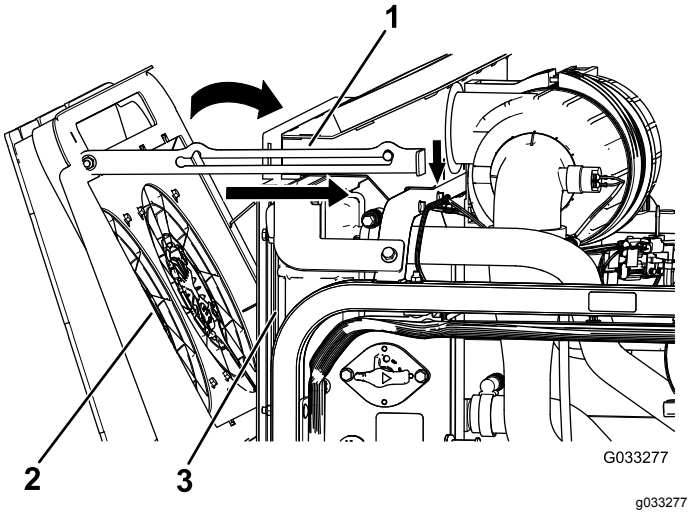

Figur 121
4. Rikta motorns kylfläktar framåt och fäst stöttan i skåran (Figur 121).